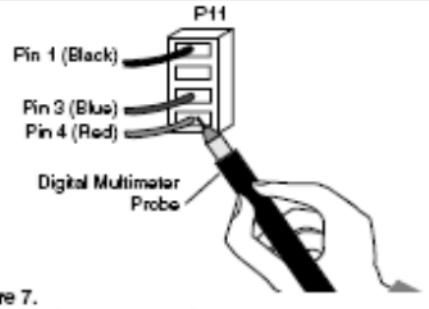

Figure 7.
2. Place the positive probe into the Pin 1 location. See Figure 7.
8. Place the positive probe into the Pin 4 location of P11. See Figure 7.